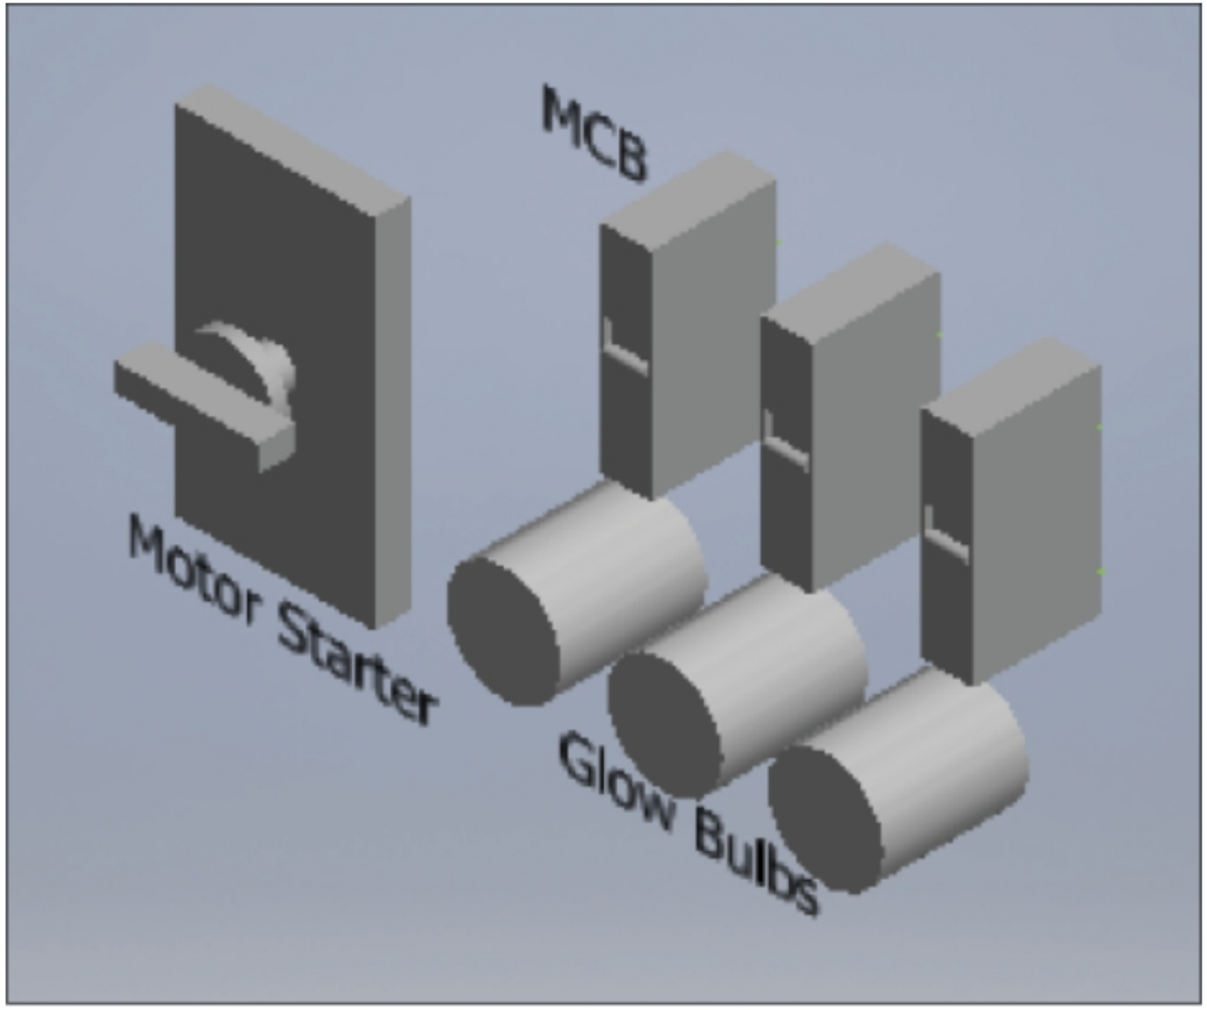

Figure-40. Model used for harness
- Open the assembly file of the model that you want to use for harness; refer to Figure-40. Note that pins are must on components for creating wiring. Without pins, you cannot create wiring.